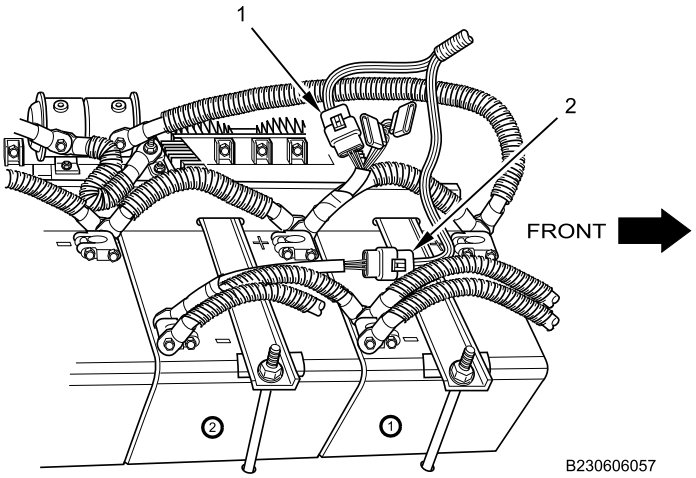

Figure 3. Clean-Power and Clean-Ground Connections.
6. Disconnect clean-power connector (Figure 3, Item 1) from chassis harness.
7. Disconnect clean-ground connector (Figure 3, Item 2) from chassis harness.